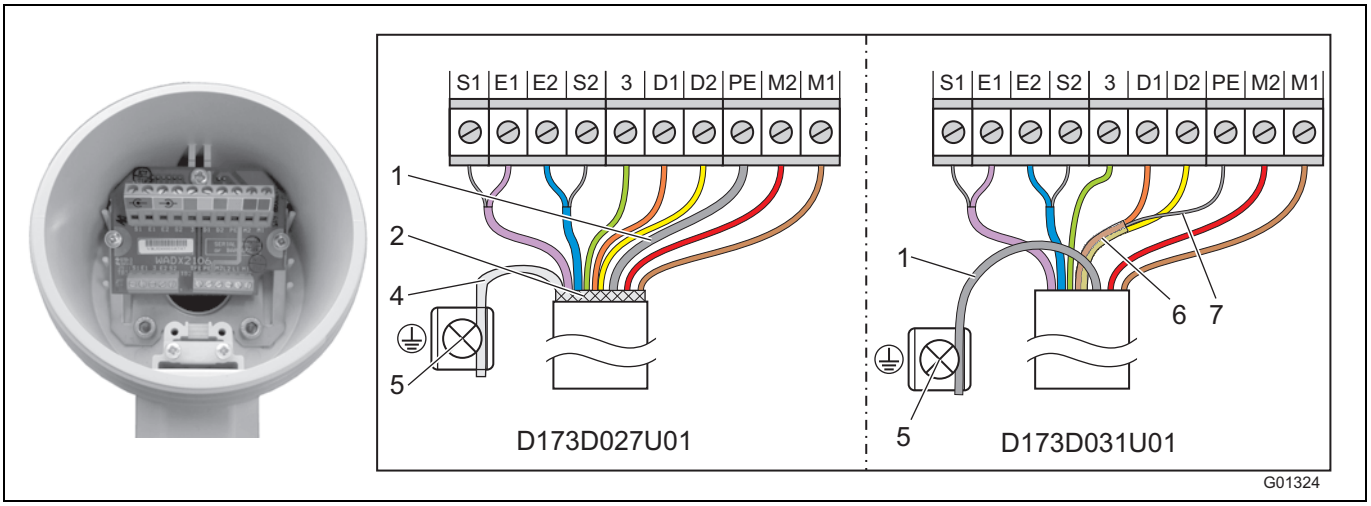

Abb. 34
Das messwertaufnehmerseitige Kabelende wie in Abb. 34 dargestellt anschließen.
- Alle anderen Adern wie in Abb. 34 dargestellt anschließen.